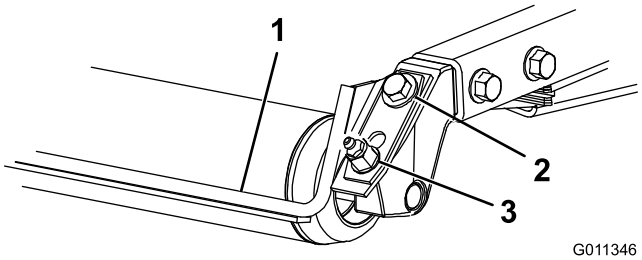

Figur 18
1. Lossa smörjnippeln och monteringsskruven (Figur 18).